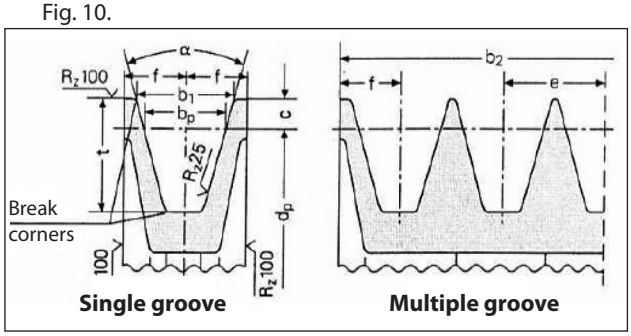

Fig. 9
a) Use pulleys with V-belts with the size of the groove required/recommended by the manufacturer of belt used. In the absence of directions, follow Fig. 9 and the table in Fig. 10.